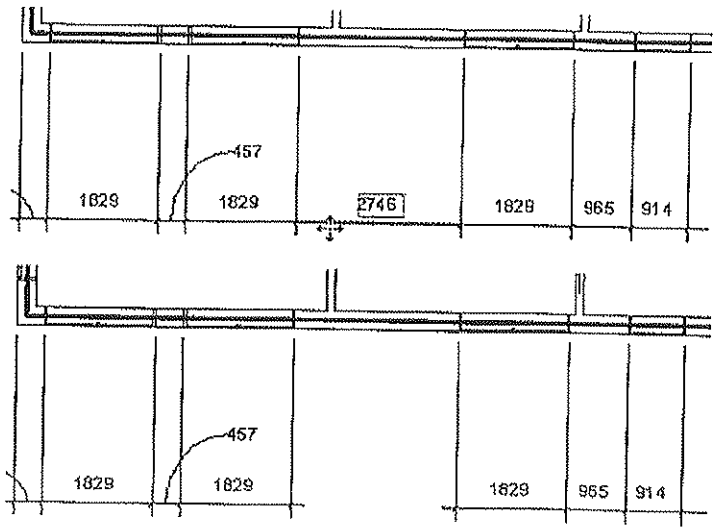

Figure 13–7
- To delete one dimension in a string and break the string into two separate dimensions, select the string, hover over the dimension you want to delete, and press <Tab>. When it highlights, select it (as shown on top in Figure 13–7), and press <Delete>. The selected dimension is deleted and the dimension string is separated into two elements, as shown on the bottom in Figure 13–7.